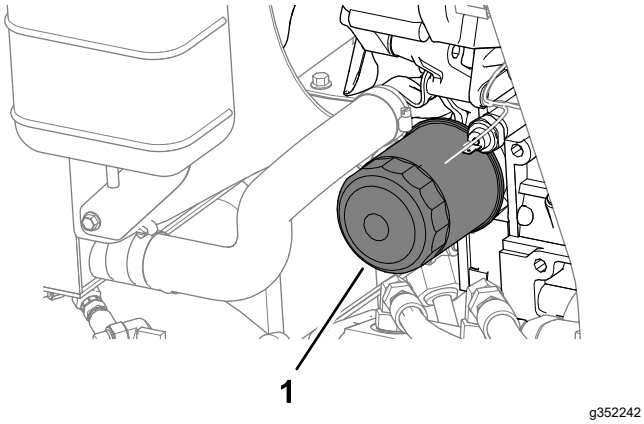

Figur 75
4. Fjern oliefilteret (Figur 75).